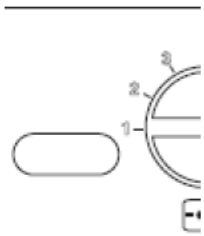

рис. 8.3
• Установите ручки 2 и 3 как показано на рис. 8.3.
• Чтобы настроить ТИП ГАЗА нужно войти в программирование, удерживая 15 секунд кнопку «сброс» 4 (см. рис. 8.3), пока на дисплее LCD не появится параметр P01;
• Жмите кнопку «сброс» 4 (см. рис. 8.3), для перехода к параметру P05, для настройки типа газа; на дисплее LCD отобразится следующее (изображение P05 чередуется с 01).
• Жмите кнопку «сброс» 4 (см. рис. 8.3), переходя к параметру P06, для настройки типа газа; (второй уровень); на дисплее LCD отобразится следующая последовательность (изображение P06 чередуется с 01).